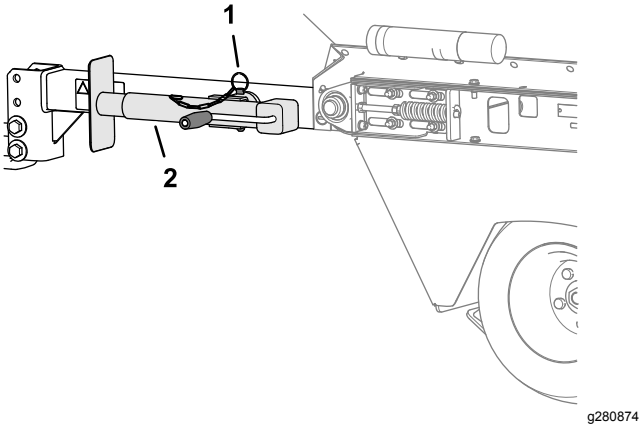

Figuur 12
4. Draai de krik horizontaal (Figuur 12).
5. Bevestig de steunpoot met de gaffelpen aan de bevestigingsbuis (Figuur 12).